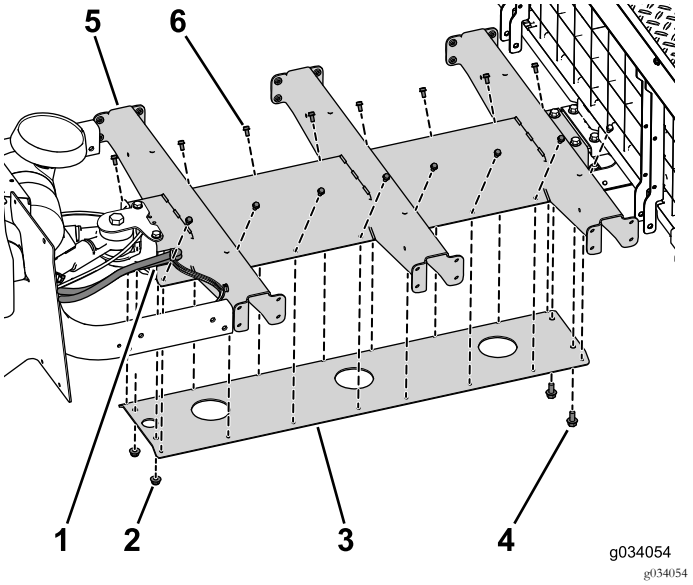

Figura 30
1. Utilice los 4 pernos (5/16" x ¾") para conectar provisionalmente el soporte de la plataforma al perfil central (Figura 30).